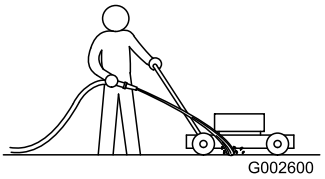

Figur 41
1. Spruta en vattenstråle framför det **högra** bakhjulet medan motorn är igång och gräsklipparen befinner sig på en flat yta belagd med stenplattor (Figur 41).